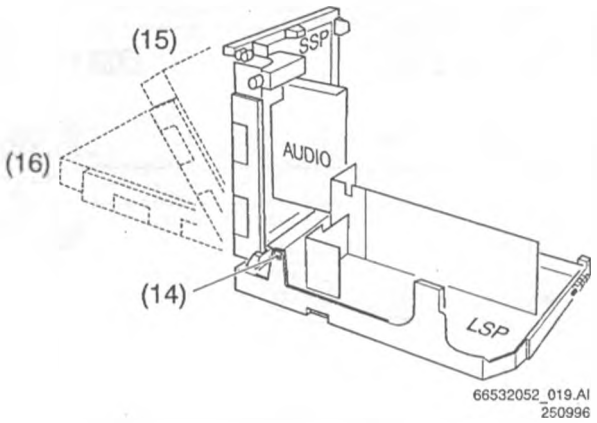

Abb. 4.7
Kontaktseite und Bestückungsseite der Kleinsignalplatine (KSP), Modul-Service (Abbildung 4.7)
2. Die Schnapp-Verbindung zwischen der KSP und der GSP (14 - Abb. 4.7) lösen, die KSP ein wenig anheben und so drehen, daß sie in einem Winkel von 180° (16 - siehe Abb. 4.7) zur GSP steht.